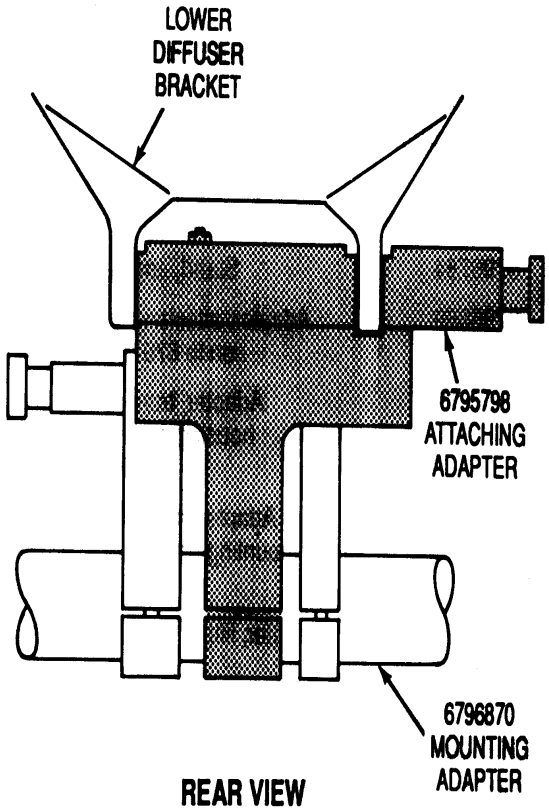
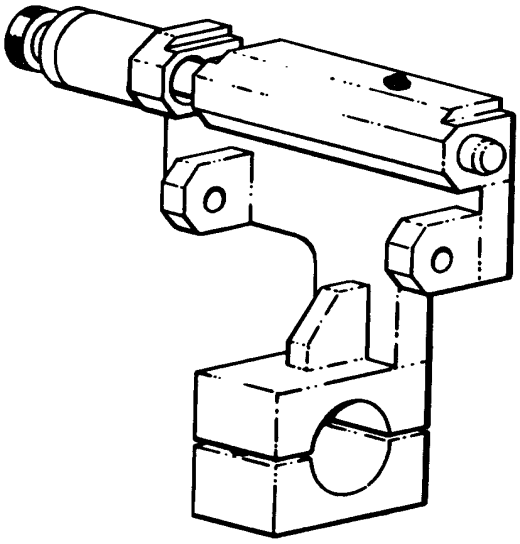

Figure 7. 6795798 Attaching Adapter Installed in Diffuser Bracket and Attached to 6796870 Mounting Adapter
Figure 6. 6795798 Difffuser Attaching Adapter
(2) For lower mounting. Install 6795798 diffuser attaching adapter (figure 6) into diffuser bracket. Attach 6796870 mounting adapter to 6795798 adapter (See figure 7).